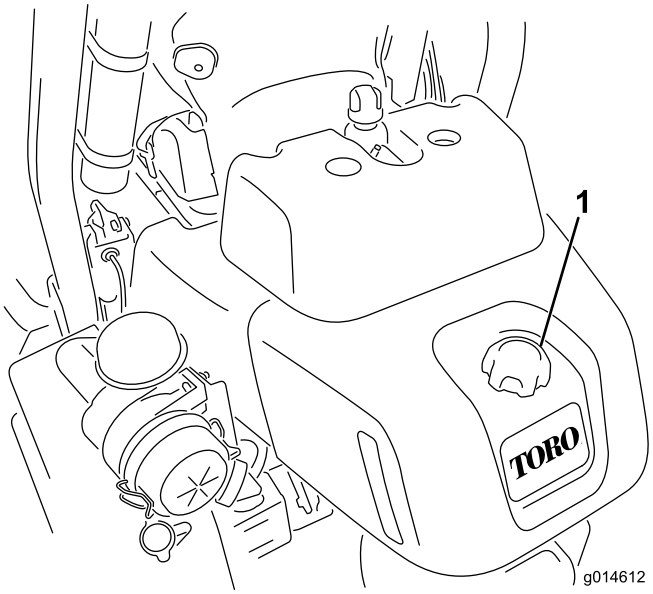

Figur 26
1. Rengjør rundt drivstofflokket (Figur 26).